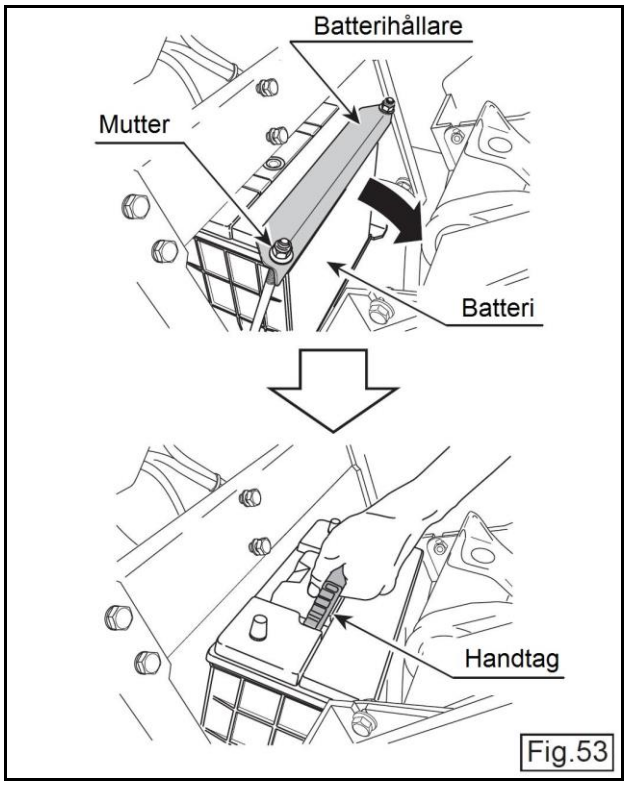

Fig.53
4. Greppa handtaget på batteriets ovansida, drag uppåt och lyft bort batteriet från maskinen. (Fig. 53)